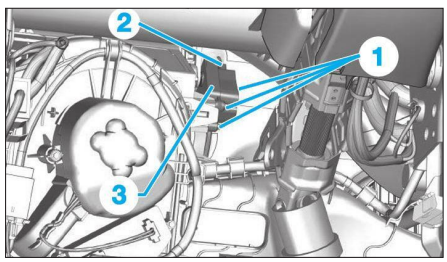

**Fig. 38**
- les vis (1) **(Fig.38)**.
• Déconnecter le connecteur du motoréducteur (2).
• Déposer le motoréducteur (3).